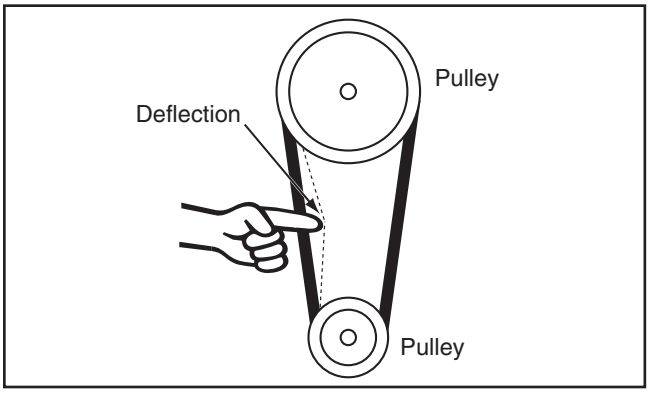

Figure 142. Checking belt deflection.
5. Press the belt in the the center to check belt tension. The belt is correctly tensioned when there is approximately ⅛" deflection when it is pushed with moderate pressure, as shown in **Figure 142**.